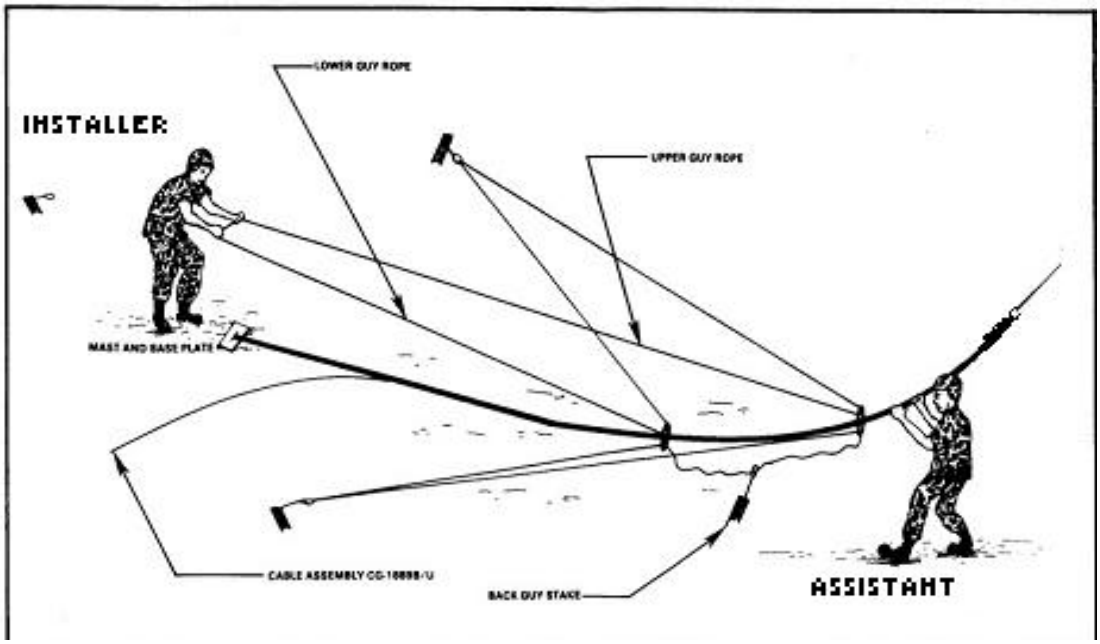

Figure 2-97 Erecting the Antenna Mast
a. Installer – stands near the baseplate assembly in line with the far guy stake holding the free guys. (Figure 2-97)